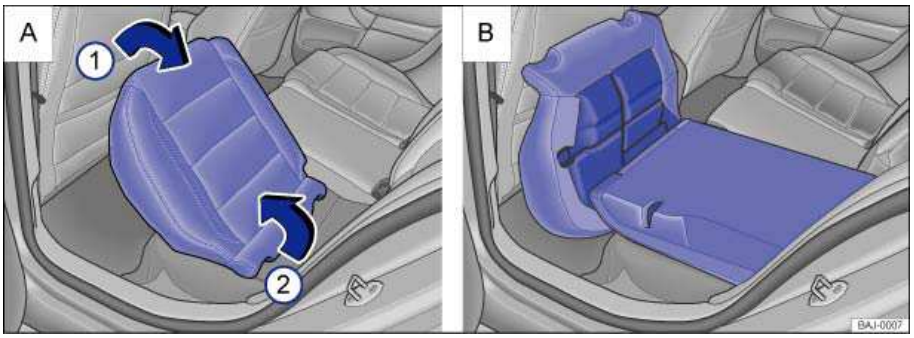
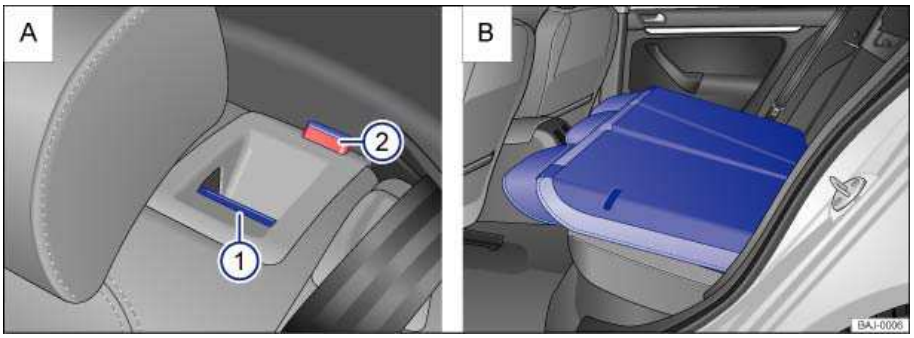

**Fig. 95** Rear seat bench: folding up seat cushion.
**Fig. 96** A Rear seat bench: release button 1, red mark 2. B Seat backrest folded forward.
- Pull the strap and lift the seat cushion by its front edge ⇒fig. 95 **A** (1).
- Fold the seat cushion forward, **A**, bringing the rear edge up (2) (arrow) toward the front seat backrest.
- Pull the release button on the rear seat backrest forward ⇒fig. 96 **A**, (1). You can't fold the seat backrest down until the red marking on button **A**, (2) is visible.